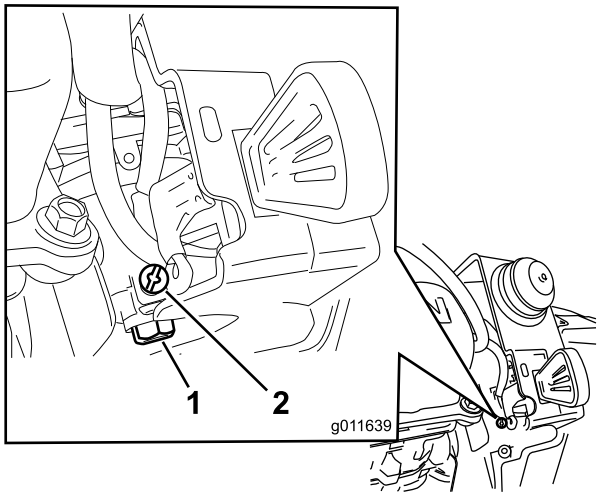

Figur 30
B. Skru løs, men ikke fjern, den lille skruen på siden av forgasserens drivstoffsbolle (Figur 30) helt til drivstoffet begynner å tappe fra forgasseren. Tapp drivstoffet på en godkjent drivstoffkanne.